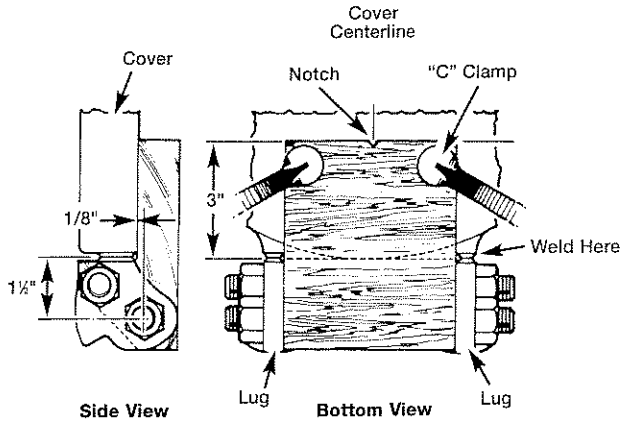

Figure 3: Lug-Block Assembly Clamped on Cover
2. Position lug-block assembly on cover (see Figure 3). Notch in block should line up with center line on cover (Section 2.1.4.1, step 1). Grind lugs to fit, if necessary.
3. Secure lug-block assembly in place with two C-clamps as shown in Figure 3.